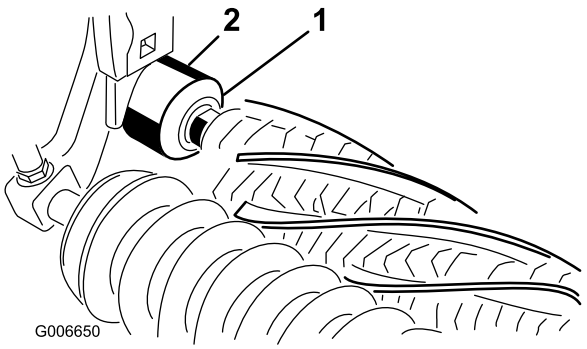

Figura 10
19. Asegúrese de que el borde sellante de cada retén toca ligeramente el alojamiento del cojinete correspondiente (Figura 10).